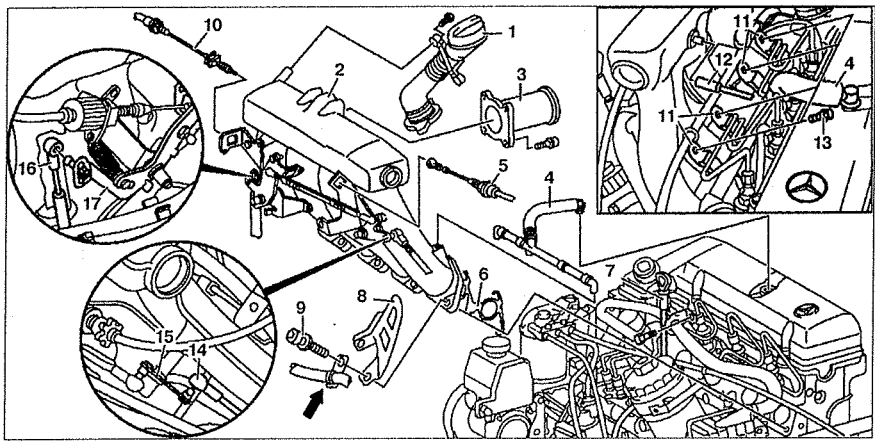

Рис. 4.10. Впускной коллектор:
1. Снимите маслозаливную горловину **1** (см.рис.4.10).